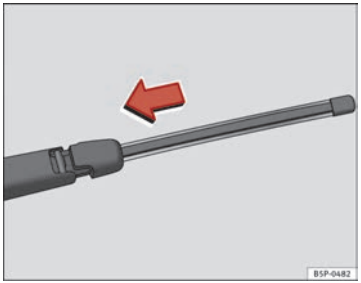

Fig. 184 Fitting the rear window wiper blade ▶
– Place the blade as shown in the ⇒ fig. 184 and slide the adapter along until it engages.